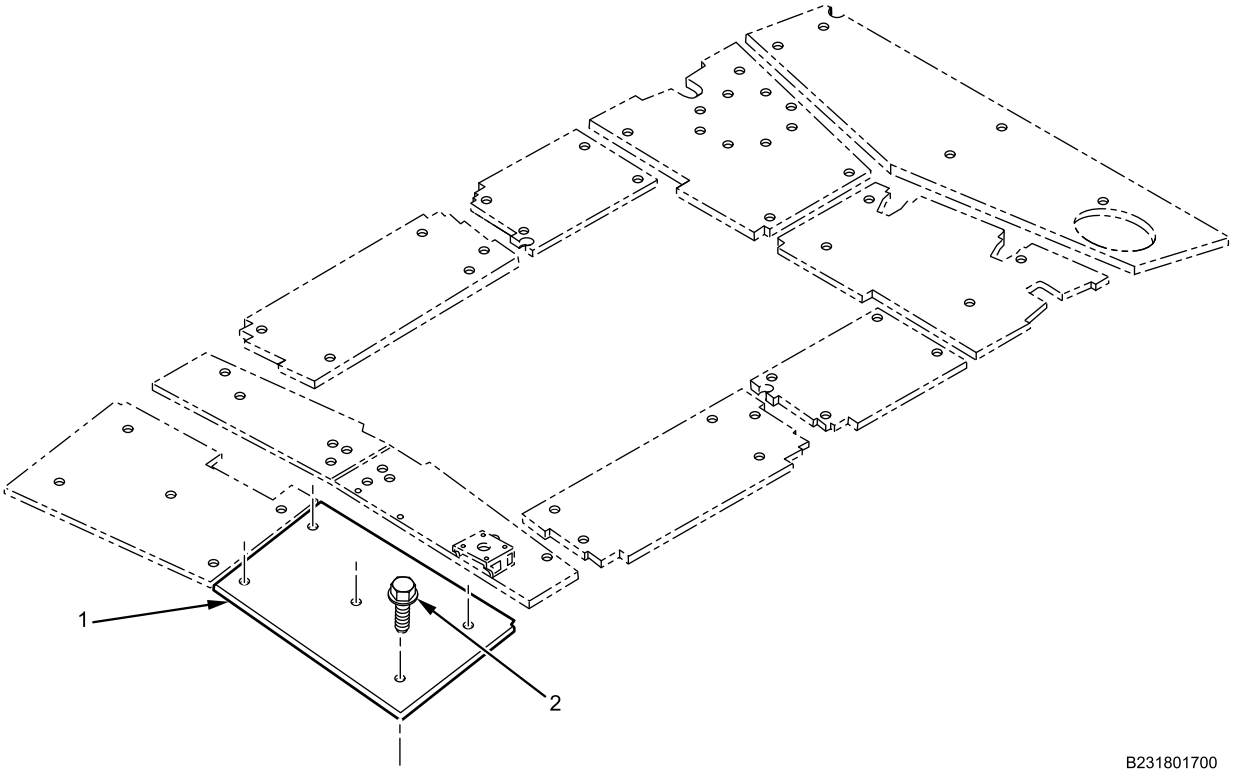

Figure 1. Roof Armor Front Panel.
1. With assistant, remove five bolts and washers (Figure 1, Item 2) from roof armor front panel (Figure 1, Item 1). Remove armor panel (Figure 1, Item 1).